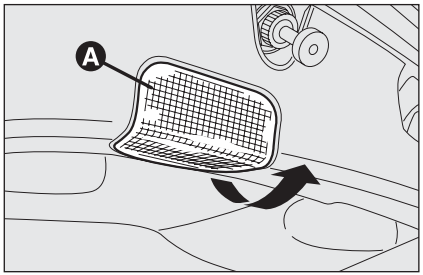

fig. 44 A0E0301m
- ❒ saque la lámpara **A-fig. 44** interviniendo en el sentido indicado por la flecha;